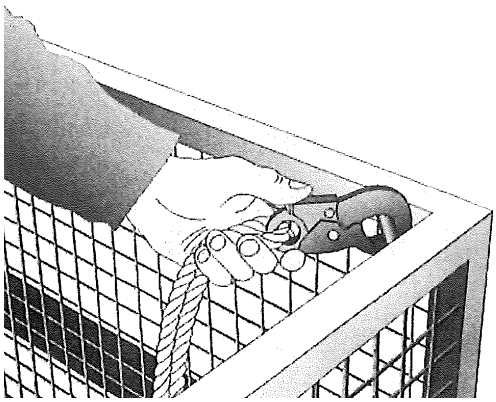

Figura 8 L'occhione di ancoraggio del gancio per l'attacco dell'imbracatura (gancio e imbracatura non forniti dalla Morandin)
4. assicurare il gancio dell'imbracatura all'attacco per la cintura di sicurezza (figura 8). A questo punto è possibile iniziare ad operare;
2. gli operatori possono staccare il gancio dell'imbracatura dall'occhione di ancoraggio a bordo (vedi figura 8);